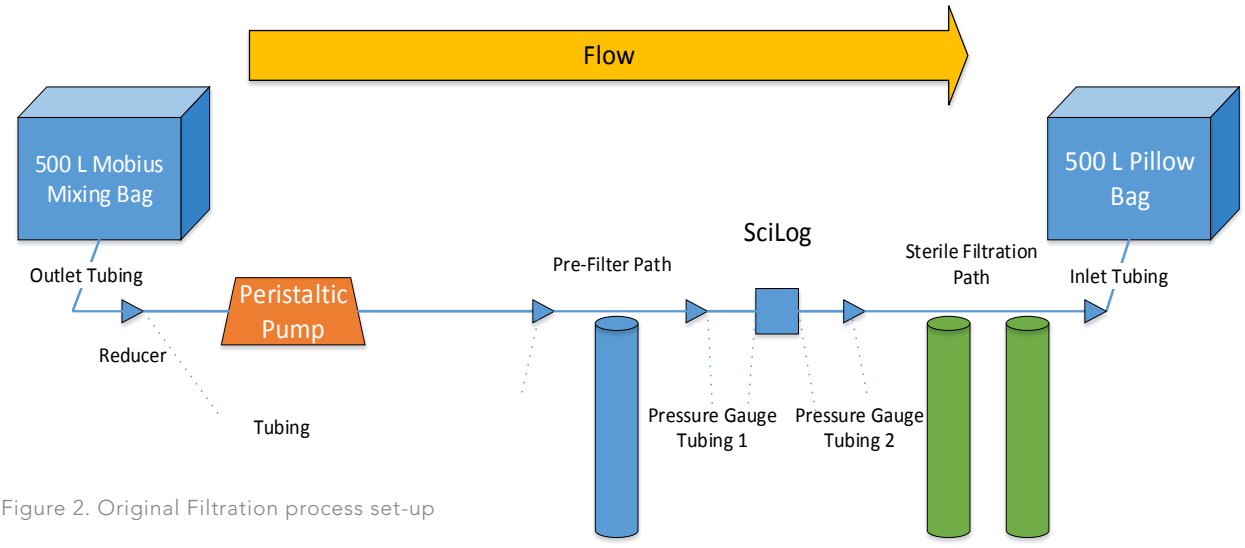

Figure 2. Original Filtration process set-up
Process Performance Qualification (PPQ) was successfully executed by Catalent. Based on the PPQ, the maximum number of pre-filters was limited to three (3) for routine processing, and the powder induction time was fixed at 15 – 20 minutes (*Figure 2*).